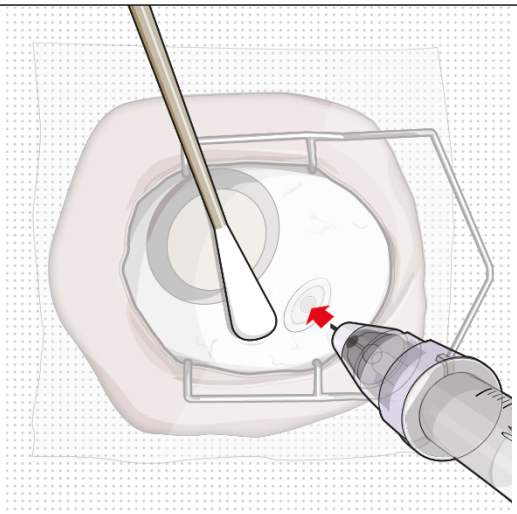

Figure 25
- Targeting the center of the implant septum, insert the refill needle perpendicularly through the conjunctiva and into the implant septum (see Figure 25).